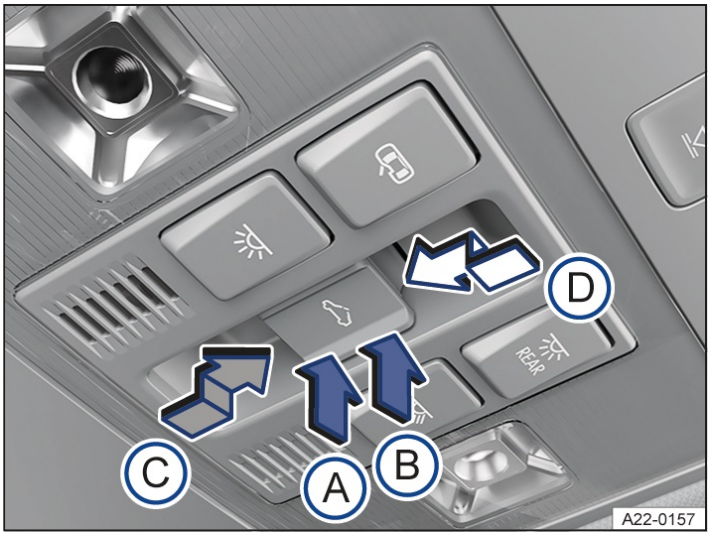

Fig. 1 In the headliner: sunroof button.
— Manual process: press the button until the first level is reached→ *fig. 1* (B).
— Automatic process: press the button until the second level is reached→ *fig. 1* (B).
— Manual process: press the button until the first level is reached→ *fig. 1* (A).
— Automatic process: press the button until the second level is reached→ *fig. 1* (A).
— Manual process: press the button until the first level is reached→ *fig. 1* (C).
— Automatic process up to comfort position: press the button until the second level is reached→ *fig. 1* (C).